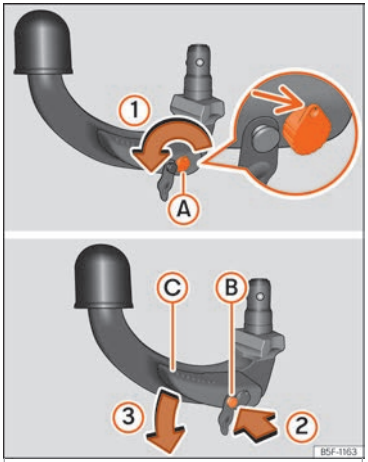

Fig. 183 Posição de reserva do gancho de reboque
- Insira e rode a chave no sentido da seta ››› Fig. 183 (1) até que o orifício da chave fique acima (seta).
- Pressione o perno de desbloqueio ››› Fig. 183 (B) no sentido da seta (2) e, ao mesmo tempo, pressione a alavanca (C) no sentido da seta (3) até ao limite.